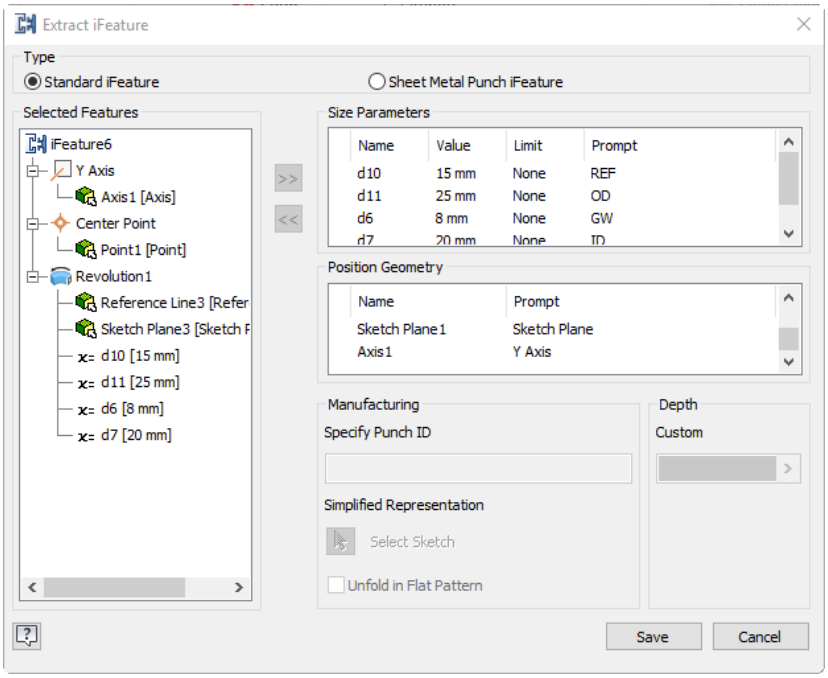

Figure 17-32 *The* ***Extract iFeature*** *dialog box*
11. Similarly, change the fields corresponding to **Point1** and **Axis1** to **Center Point** and **Y Axis**, respectively in the **Prompt** column of the **Position Geometry** area. After changing the prompts, the **Extract iFeature** dialog box appears, as shown in Figure 17-32.